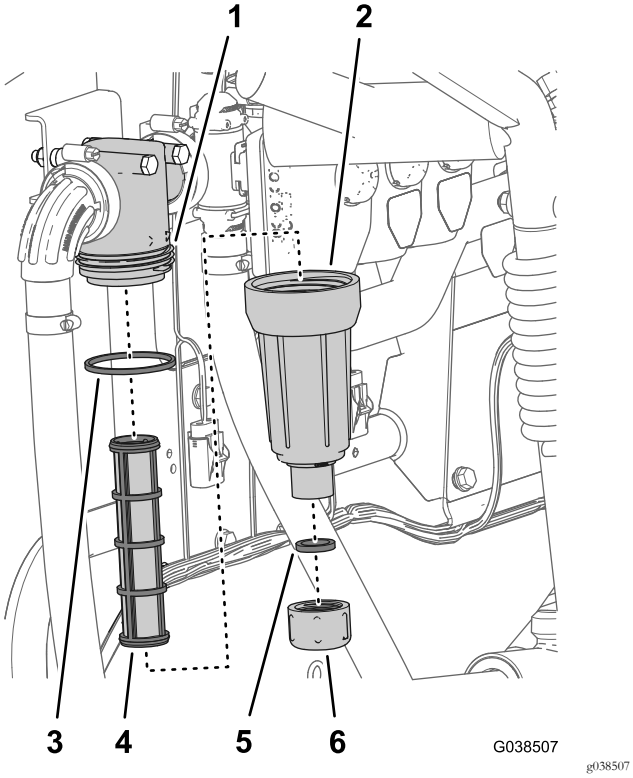

Figura 110
2. Alinhe um recipiente de escoamento debaixo do filtro de pressão (Figura 110).
3. Rode a tampa de drenagem no sentido contrário ao dos ponteiros do relógio e retire-a do recipiente do filtro de pressão (Figura 110).
4. Rode o recipiente no sentido contrário ao dos ponteiros do relógio e retire a cabeça do filtro (Figura 110).
5. Retire o elemento do filtro de pressão antigo (Figura 110).
6. Verifique o anel de retenção do tampão de drenagem (localizado na união roscada do recipiente) e o anel de retenção do recipiente e veja se há danos e desgaste (Figura 110).
7. Instale o novo elemento do filtro de pressão na cabeça do filtro (Figura 110).
8. Instale o recipiente na cabeça do filtro apertando à mão (Figura 110).
9. Instale a tampa no depósito e aperte manualmente (Figura 110).